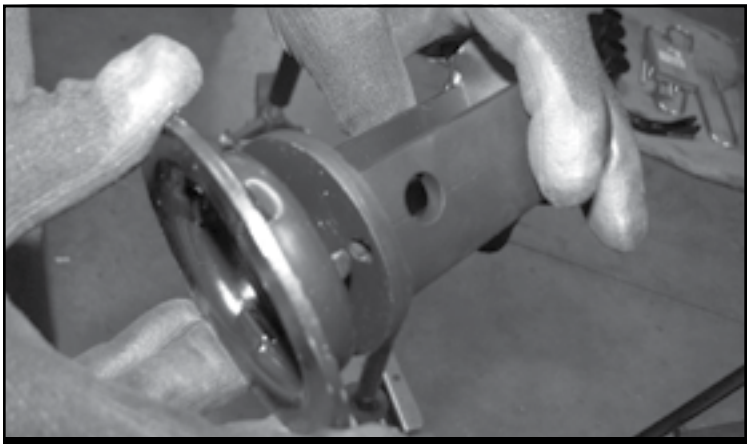

*FIGURE 8 - STEP 13*
13. Install FT30654 (Bump Stop Extension) onto the factory cup using the supplied 1/2” x 1-1/4” hardware and set aside. Torque to 127 ft-lbs. **SEE FIGURE 8**